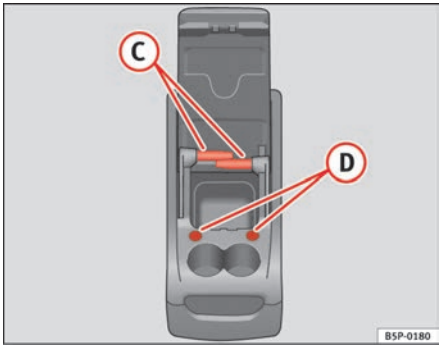

Fig. 115 Mobile stowage compartment Duties
To use the table (C) ⇒ page 141, fig. 115, it must be removed from its compartment on the side of the mobile stowage compartment and fitted into compartment (D) ⇒ page 141, fig. 115 on the front section of the mobile stowage compartment.